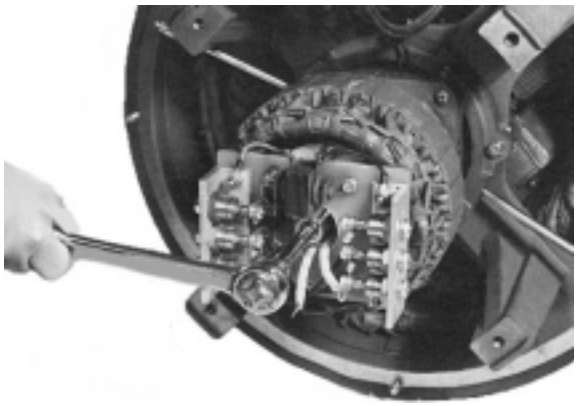

Figure 6-11
2. Remove the cap screw and Belleville washer that holds the exciter (rotor) armature to t generator shaft. (Figure 6-11.)